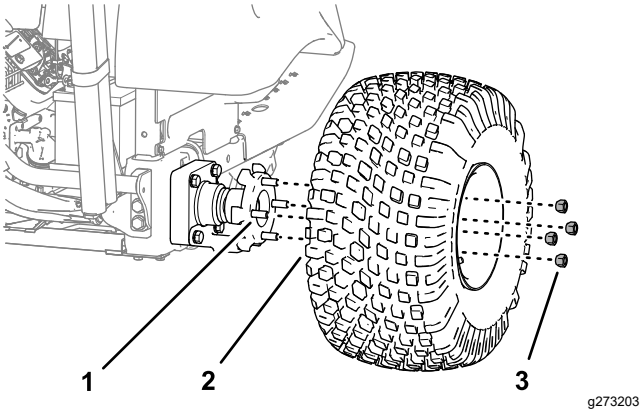

Figuur 30
2. Verwijder de 4 wielmoeren waarmee het wiel aan de machine bevestigd is en verwijder het wiel en de band (Figuur 30).
7. Monteer de band en het wiel op de wielbouten van de wielnaaf (Figuur 30); gebruik de 4 wielmoeren die u verwijderd hebt in stap 2 en draai de moeren handmatig vast.